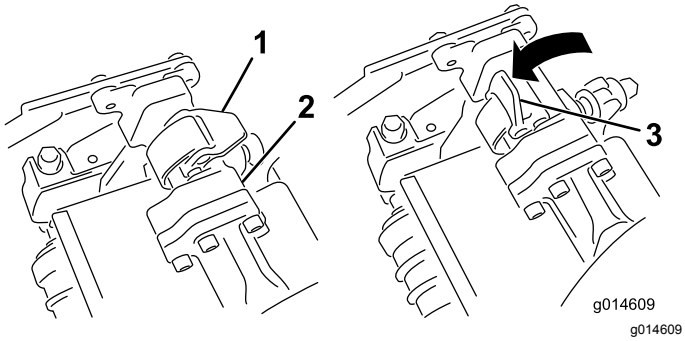

Figur 29
3. Åpne låsene på hjulopphengsarmbøylen slik at de peker opp (dvs. at de er åpne) (Figur 29), og trykk hjulopphengsarmen ned så bøylen ligger over klippeenhetens bøyle (Figur 30).
4. Skyv låsene ned og rundt klippeenhetsbøylen og lås dem slik at de sitter på plass (Figur 29).
4. Åpne låsene på hjulopphengsarmbøylen til klippeenheten du skal fjerne (Figur 29).